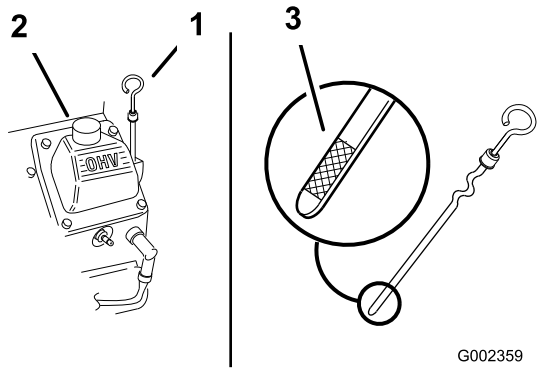

Figur 20
3. Gör rent omkring oljestickan (Figur 20) så att smuts inte kan falla ned i påfyllningshålet och orsaka motorskador.
4. Skruva loss oljestickan och torka ren änden (Figur 20).
5. Stick ned oljestickan så långt det går i påfyllningsröret, men skruva inte fast den (Figur 20).
6. Häll långsamt i cirka 80 % av den angivna oljan i påfyllningsröret (Figur 20).